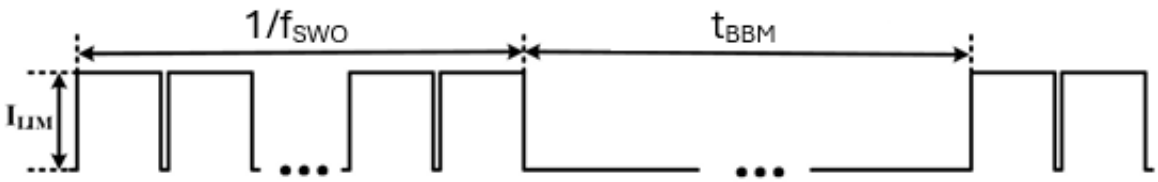

*Figure 14: Timing behavior of the ILIM protection mechanism under thermal stress*
*Figure 14* shows the timing behavior of the ILIM protection mechanism under thermal stress. It simulates a stepwise increase in temperature, during which the output current momentarily exceeds the threshold and the driver enters thermal shutdown. A timed restart follows once the device has sufficiently cooled, confirming the chip's self-protecting thermal recovery behavior.